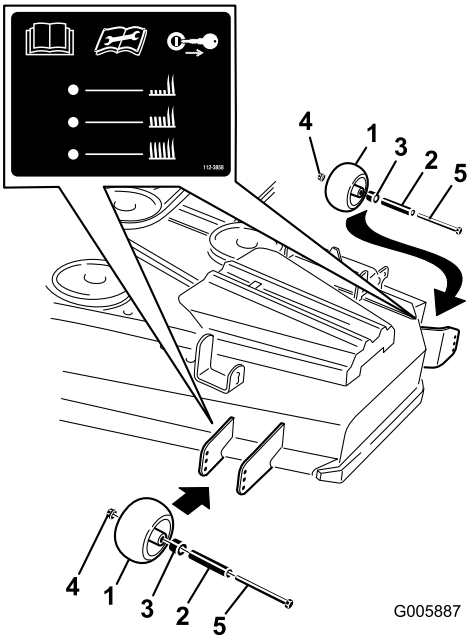
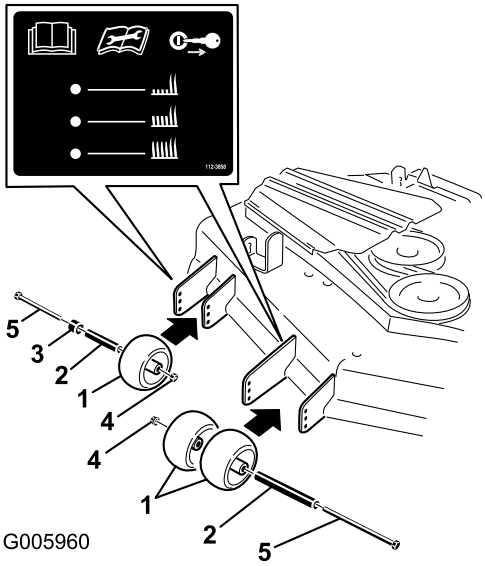

Figur 17
Figur 18
3. Når du har justeret klippehøjden, skal du justere rullerne ved at fjerne flangemøtrikken, bøsningen, afstandsklodsen og bolten (Figur 17 eller Figur 18).
Bemærk: De to midterste ruller har ikke en afstandsklods (Figur 17 eller Figur 18).
5. Monter flangemøtrik, bøsning, afstandsklods og bolt. Spænd til 54-61 Nm (Figur 17 eller Figur 18).